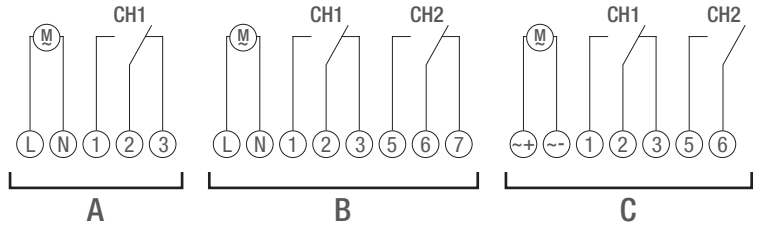

Fig. 5: Koblingsdiagram
3. Tilslut kontakturet i henhold til koblingsdiagram (Fig. 5/A), (Fig. 5/B) eller (Fig. 5/C).